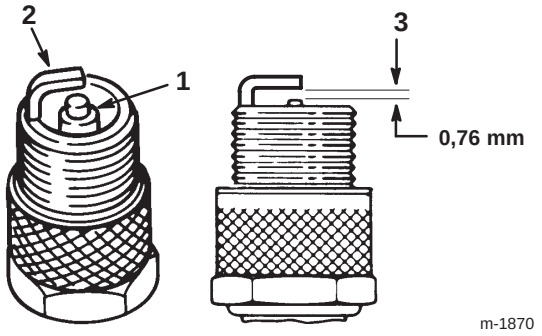

Figure 25
1. Inspectez le centre de la bougie (Fig. 25). Si le bec de l'isolateur est recouvert d'un léger dépôt gris ou brun, le moteur fonctionne correctement. S'il est couvert d'un dépôt noir, c'est généralement signe que le filtre à air est encrassé.
2. Contrôlez l'écartement entre les électrodes centrale et latérale (Fig. 25) et pliez l'électrode latérale si l'écartement est incorrect.